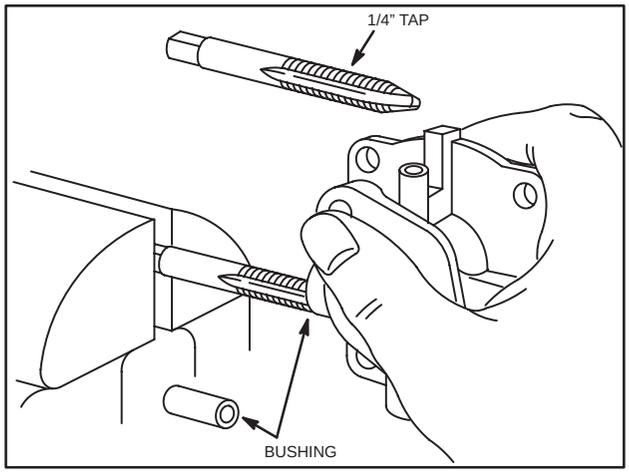

Fig. 276 – REPLACING THROTTLE SHAFT BUSHINGS
2. Turn carburetor body so as to thread tap or E-Z out into bushings enough to pull bushings out of body, Fig. 276.